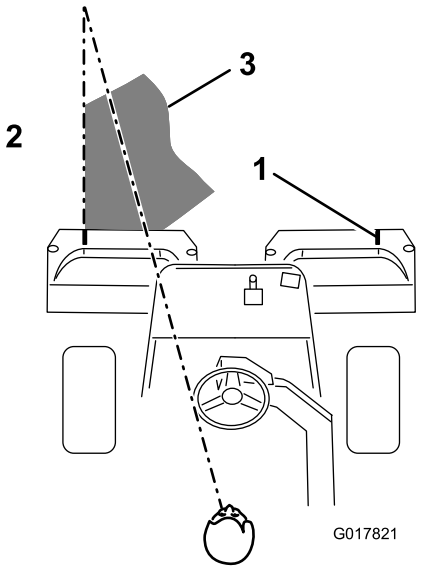

**Figur 40**
3. Overlapp den forrige retursnarveien minimalt. For at du skal klippe i en rett linje over greenen og holde maskinen på lik avstand fra kanten på den forrige lengden du klippet, må du lage deg en siktelinje på ca. 1,8–3 m fremfor maskinen til kanten på den delen av greenen du ikke har klippet enda (Figur 40). Noen synes at det hjelper å inkludere den ytre kanten på styrehjulet som en del av siktelinjen, dvs. holde kanten på styrehjulet i en rett linje i forhold til et punkt som alltid har samme avstand til fronten på maskinen (Figur 40).